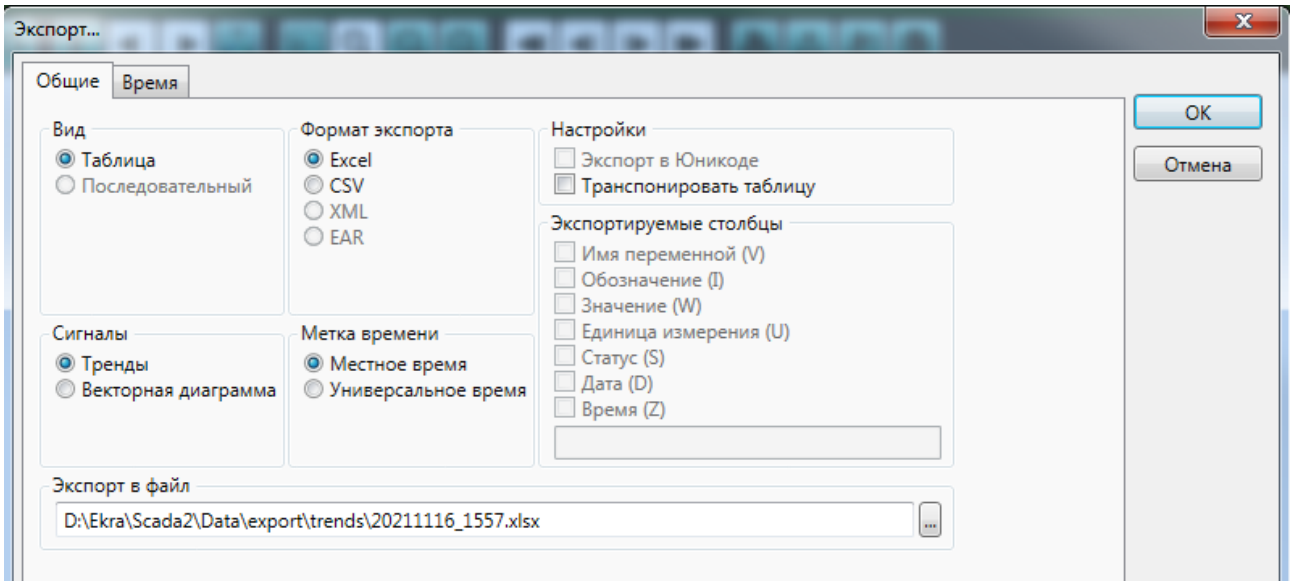

Рисунок 80 – Раздел «Общие» параметров экспорта данных трендов EKRASCADA APM
– Общие (рисунок 80, таблица 20);